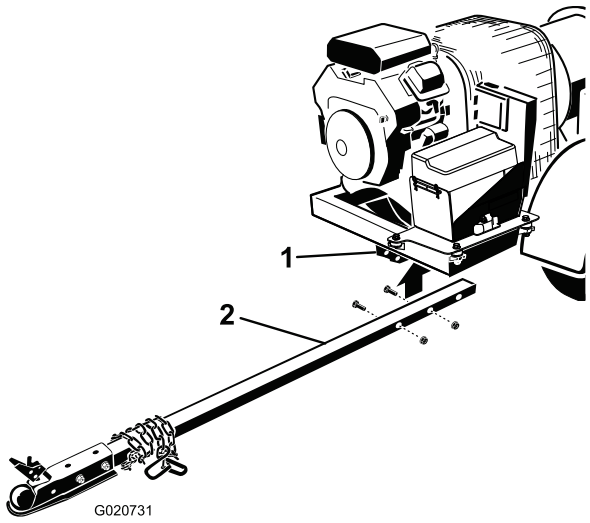

Figur 6
2. Sæt røret til bugsertrækket i stelbeslagene (Figur 6). Fastgør røret til stellet med to bolte (3/8 x 3 tommer) og flangemøtrikker (3/8 tomme).